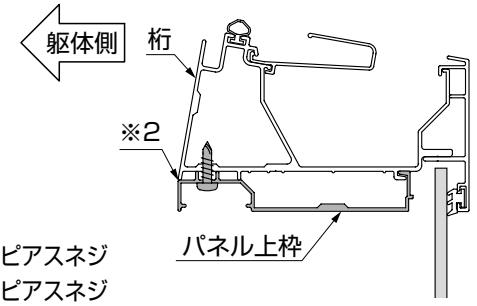

図5-4
- ●パネル上枠と桁のコーナー目地部（※2）に段差がつかないように取付けてください。（図5-4参照）